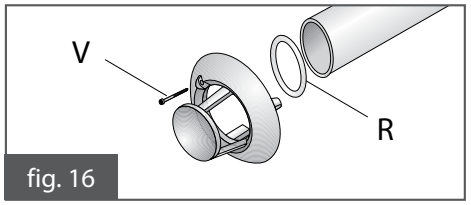

fig. 16
- Cuando la pérdida de carga de los conductos es baja, como se indica en las notas de la tabla 2 punto 3.2.4, colocar en la toma de la aspiración el diafragma aire **R** de 25 mm (fig. 16 y 17) suministrado con el Kit base para el desdoblamiento de las tuberías (accesorio);